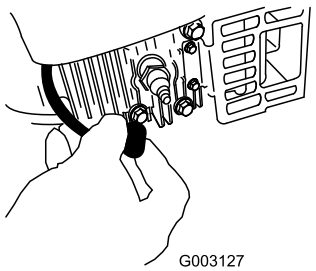

Bild 31
2. Ziehen Sie das Zündkabel von der Zündkerze ab, bevor Sie Wartungsarbeiten ausführen (Bild 31).